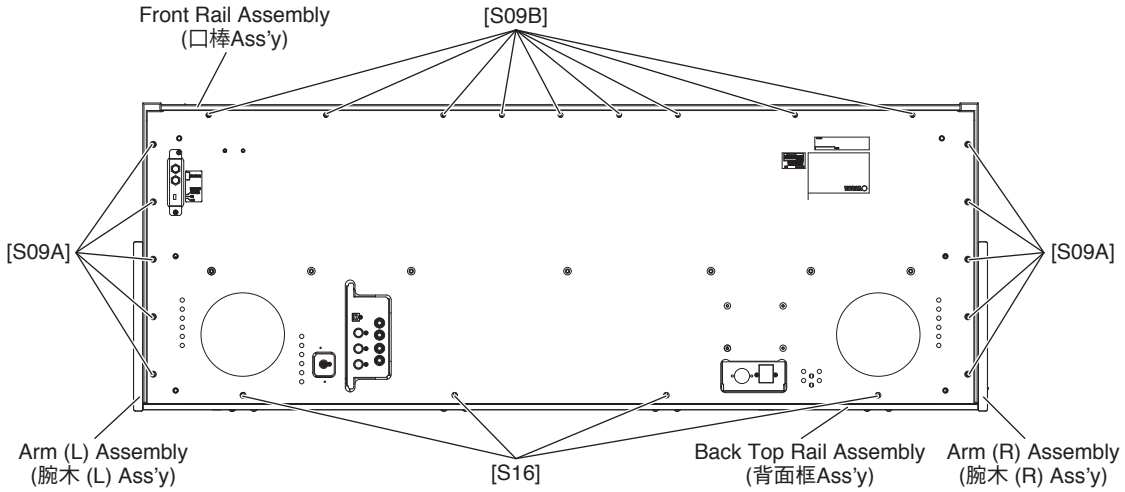

Fig.13（図 13）
18-7 Remove the nine (9) screws marked [S09B]. The front rail assembly can then be removed. (Fig.13)
19-4 Remove the four (4) screws marked [S16]. The back top rail assembly can then be removed. (Fig.13)
18-7 [S09B] のネジ 9 本を外して、口棒 Ass'y を外します。(図 13)
19-4 [S16] のネジ 4 本を外して、背面框 Ass'y を外します。(図 13)
21-9 Remove the five (5) screws marked [S09A]. The arm assembly L can then be removed. (Fig.13)
21-9 [S09A] のネジ 5 本を外して、腕木 Ass'y（L）を外します。(図 13)